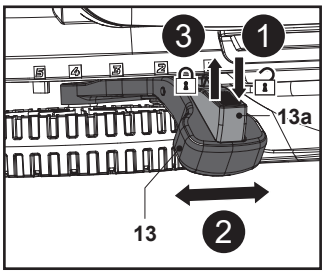

Fig. 9
1. Prima o botão de bloqueio (13a) e mantenha-o nessa posição (Fig. 9, passo 1).
2. Desloque a alavanca (13) para a frente ou para trás para ajustar a altura de corte (Fig. 9, passo 2).
3. Solte o botão de bloqueio (13a) e certifique-se de que a alavanca (13) engata corretamente na ranhura (Fig. 9, passo 3).